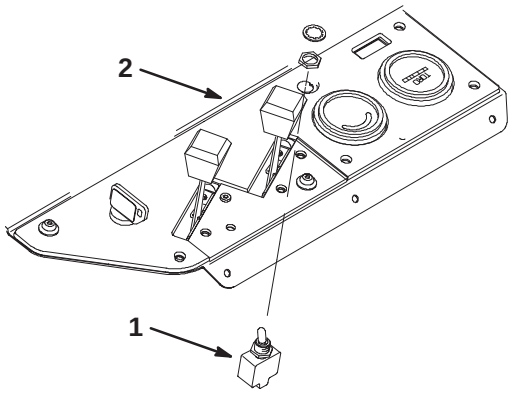

Figure 4
2. Install the light switch into the control panel, securing it with 2 nuts and a lockwasher (Fig. 4).